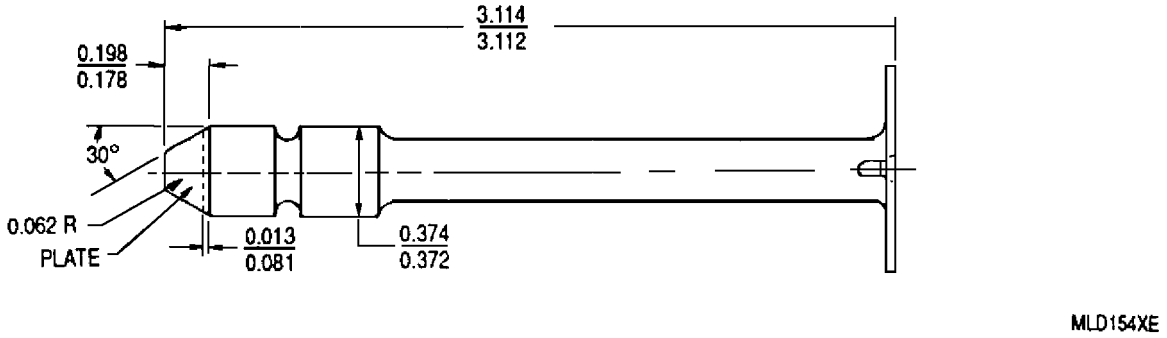

Figure 2. Reverse (Negative) Torque Switch Actuator Rod − Conical Tip Wear Repair
7. REVERSE (NEGATIVE) TORQUE SWITCH ACTUATOR ROD − CONICAL TIP WEAR REPAIR (figure 2).
(1) Grind tip face to remove remaining wear pattern. Minimum rod overall length shall not be less than 3.107 in., if less reject rod.
(2) Grind taper to remove remaining wear pattern. Maintain 30° angle and restore 0.062 in. radius.
(3) Electroless nickel plate or chrome plate shaded area (figure 2) to thickness sufficient to obtain finish dimensions.
(4) Finish grind tip face, taper and radius to a surface texture of 40 RMS and rod overall length of 3.112 − 3.114 in. Plating thickness shall be 0.0005 − 0.007 in. after finish grinding.